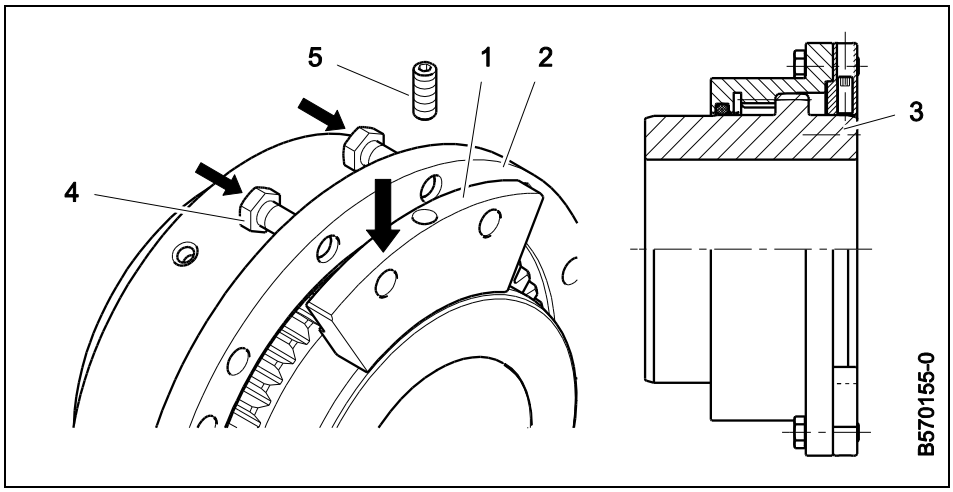

Abb. 16: Abstandsplatten verwenden – LBk-Baureihe
- Anschließend die Gewindestifte (**5**) in die beiden Abstandsplatten einschrauben und festziehen. Dabei darauf achten, dass die beiden Abstandsplattensegmente nur ungefähr bündig zur Stirnseite der Nabe stehen. Die unteren Enden der Gewindestifte müssen plan auf dem zylindrischen Bereich der Nabe aufliegen (vergleiche Abb. 16).